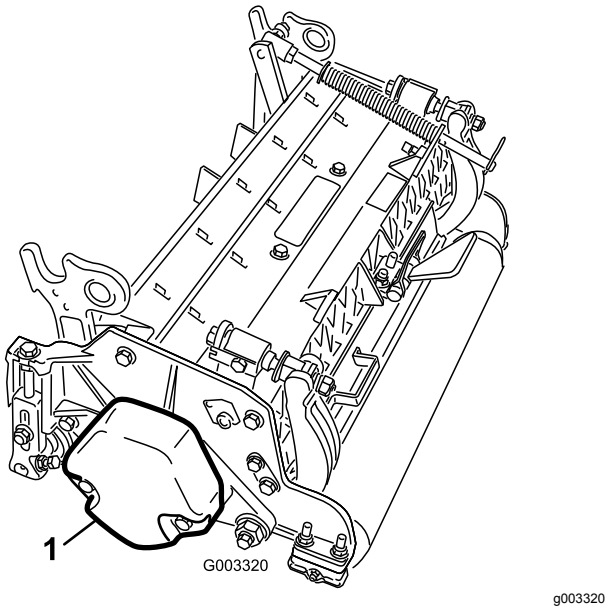

Figur 3
4. Kontroller at motvekten (Figur 3) er installert i den korrekte enden av klippeenheten som beskrevet i *brukerhåndboken* for klippeenheten.